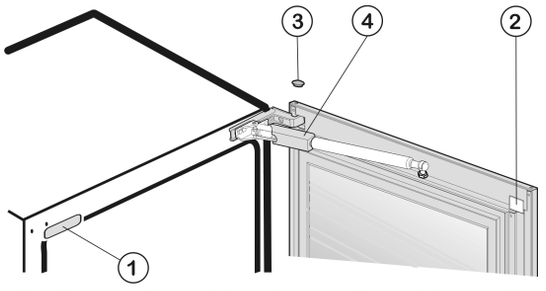

Fig. 3
- ▶ Lift off cover *Fig. 3 (1)* and cover *Fig. 3 (2)* as well as stopper *Fig. 3 (3)*.
- ▶ Push cover of soft stop mechanism *Fig. 3 (4)* back and detach it.
- Attach the cover *Fig. 3 (4)* of the soft stop mechanism and slide it forwards.